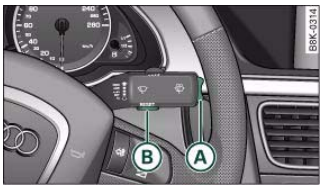

Fig. 20 Windscreen wiper lever: On-board computer controls
Press RESET button (B) ⇒ fig. 20 to switch back and forward between the functions of on-board computers 1 and 2.
– Press the top or bottom of the function selector switch (A) ⇒ fig. 20. This displays the on-board computer read-outs one after the other.